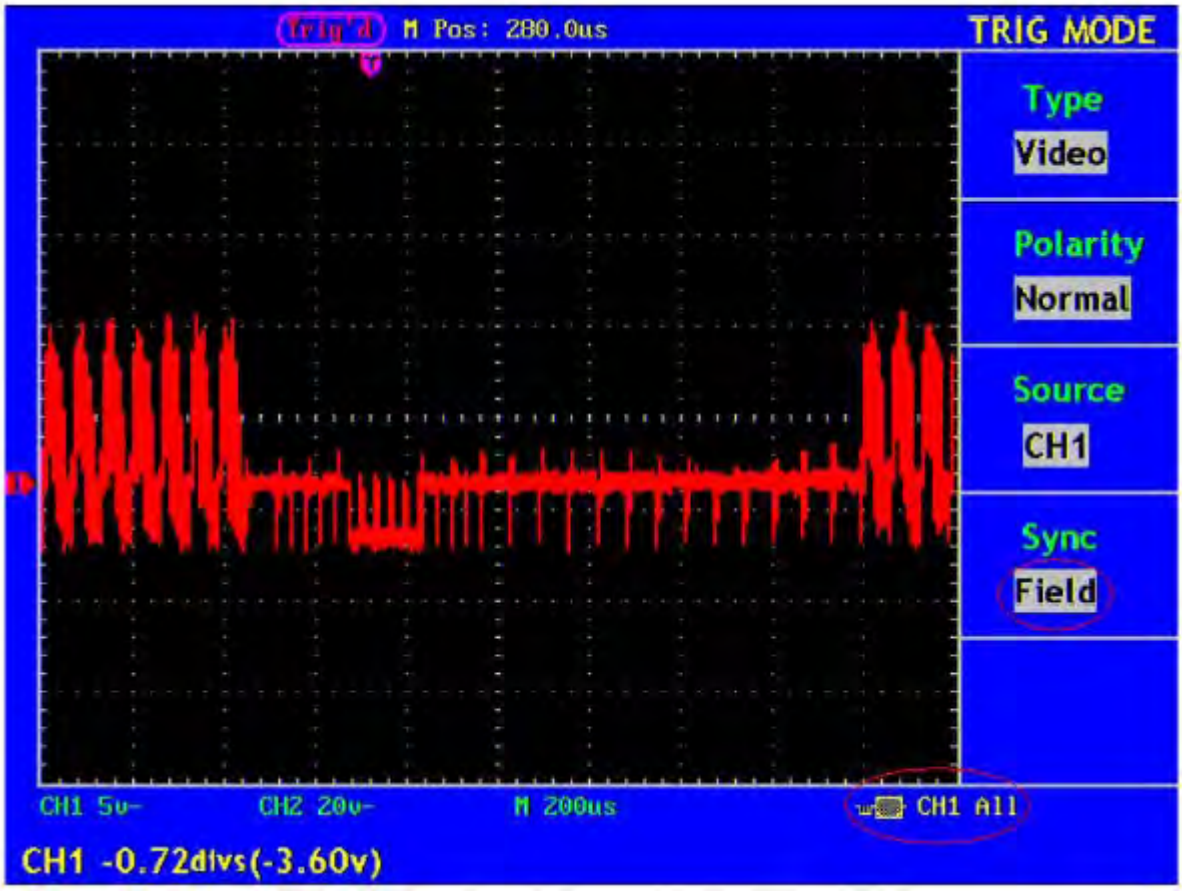

Fig. 30 Wave Form Triggered in the Video Field
5. Press the **F4** menu selection button and choose **Field** for Sync. The screen display is shown as Fig. 30.